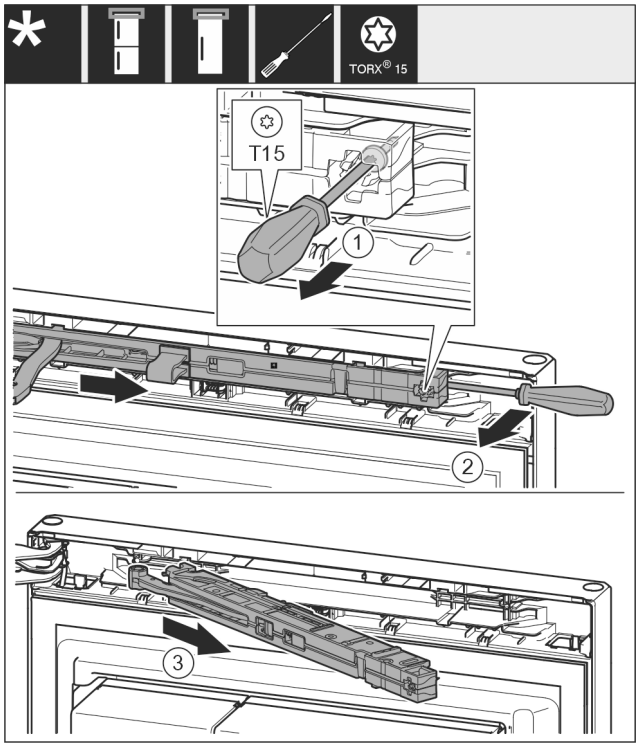

Fig. 12
- ▶ Atskrūvējiet durvju amortizatora mezgla skrūvi *Fig. 12 (1)* ar skrūvgriezi 14 mm.
- ▶ Izceliet durvju amortizatora mezglu *Fig. 12 (2)* roktura pusē ar skrūvgriezi uz priekšu.
- ▶ Izvelciet durvju amortizatora mezglu *Fig. 12 (3)*.